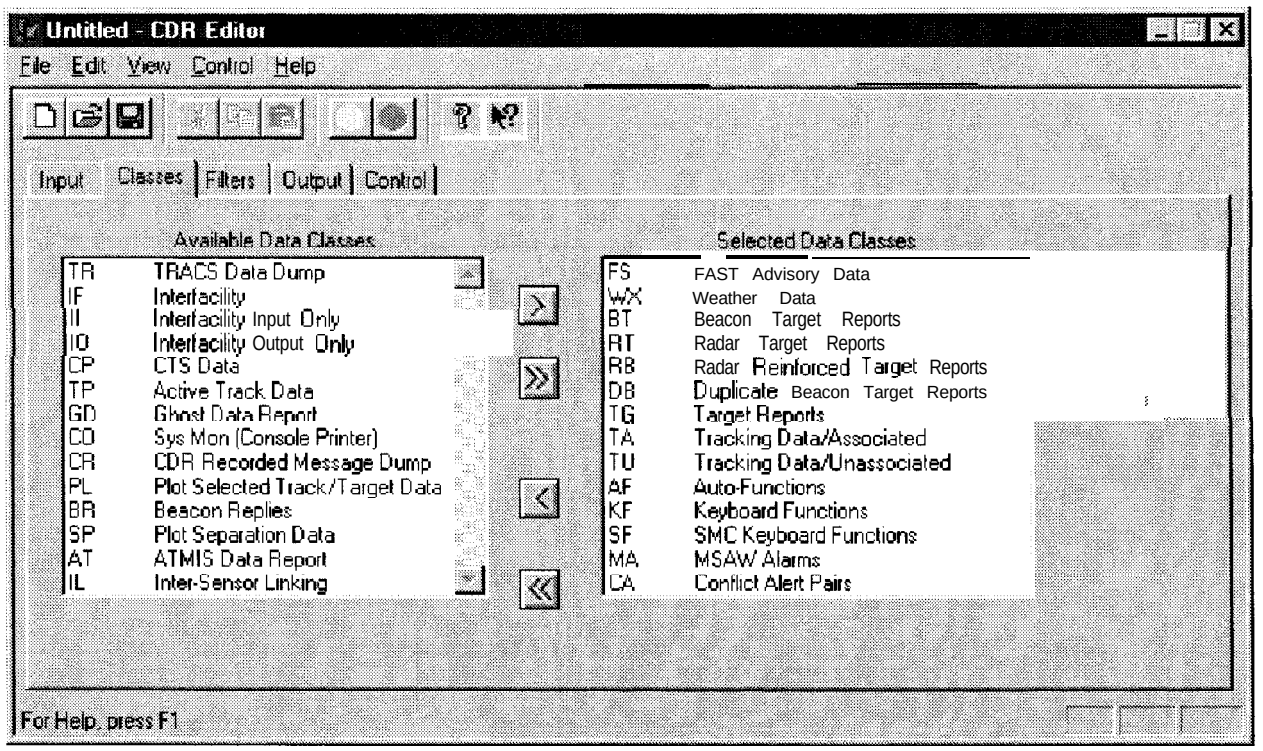

FIGURE 4-82. CDR EDITOR DATA CLASSES WINDOW
2. Observe the CDR Editor Data Classes window (Figure 4-82).
4. Classes tab (Figure 4-82):